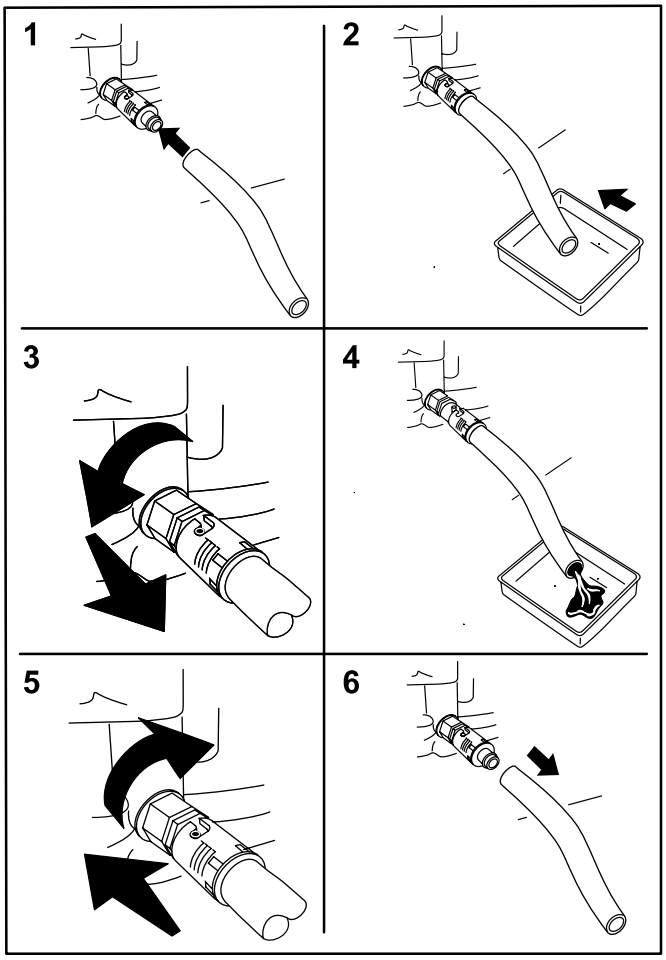

图26
4. 将排油软管安装到机油排放阀上（图26）。
5. 将软管的另一端放入适当的机油容器内（图26）。
6. 将机油排放阀逆时针旋转 1/4 圈、开始排放机油（图26）。
7. 所有机油排放完之后、将机油排放阀顺时针旋转 1/4 圈、关闭排放阀（图26）。